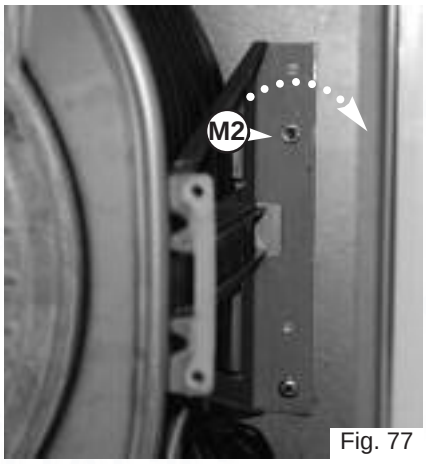

Fig. 77
6. Remove the screw **M2**; then rotate clockwise the bearing frame (Fig. 77);